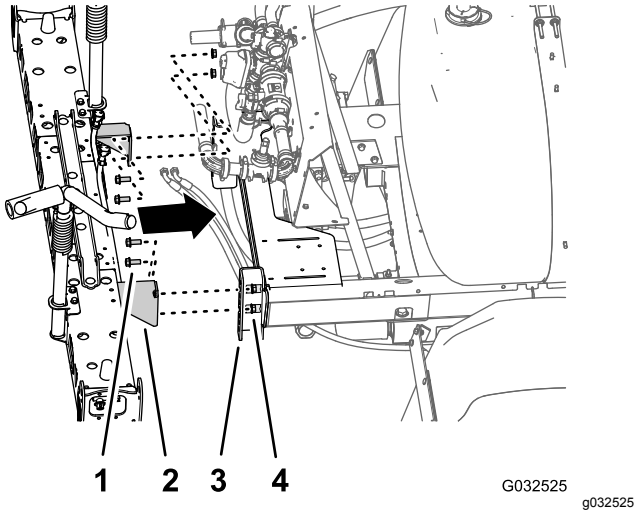

**Figur 85**
1. Brug løfteudstyr med den angivne løftekapacitet til at hæve midterbomsektionen og justere hullerne i støttebeslaget efter bomsektionen ved det tredje og sjette hul i monteringskanalen til sprøjtens stel (Figur 85).
2. Monter midterbomsektionen til monteringskanalerne (Figur 85) med de 4 flangehovedbolte (1/2 x 1-1/4 tomme) og 4 flangelåsemøtrikker (1/2 tomme), du afmonterede i trin 4 i Afmontering af midterbomsektionen (side 30).